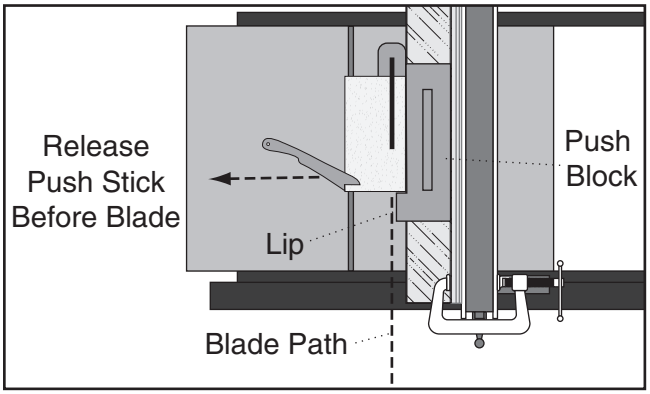

Figure 133. Example illustration of ripping with push block.
6. Guide workpiece rest of the way through cut with push block, as shown in **Figure 133**.